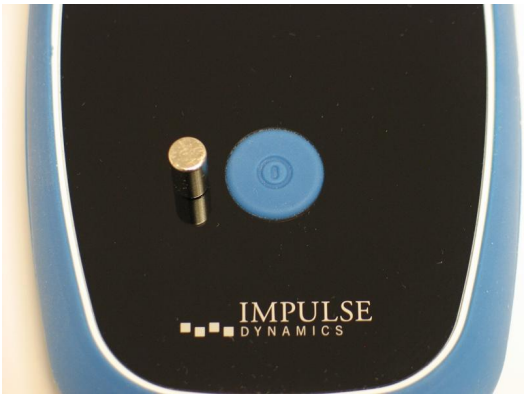

Figura 76: Magnet de asociere pe încărcătorul Vesta
2. Așezați un magnet de asociere (sau un magnet standard pentru stimulator cardiac) în stânga **butonului de pornire** de pe încărcătorul Vesta. **Vezi Figura 76**.